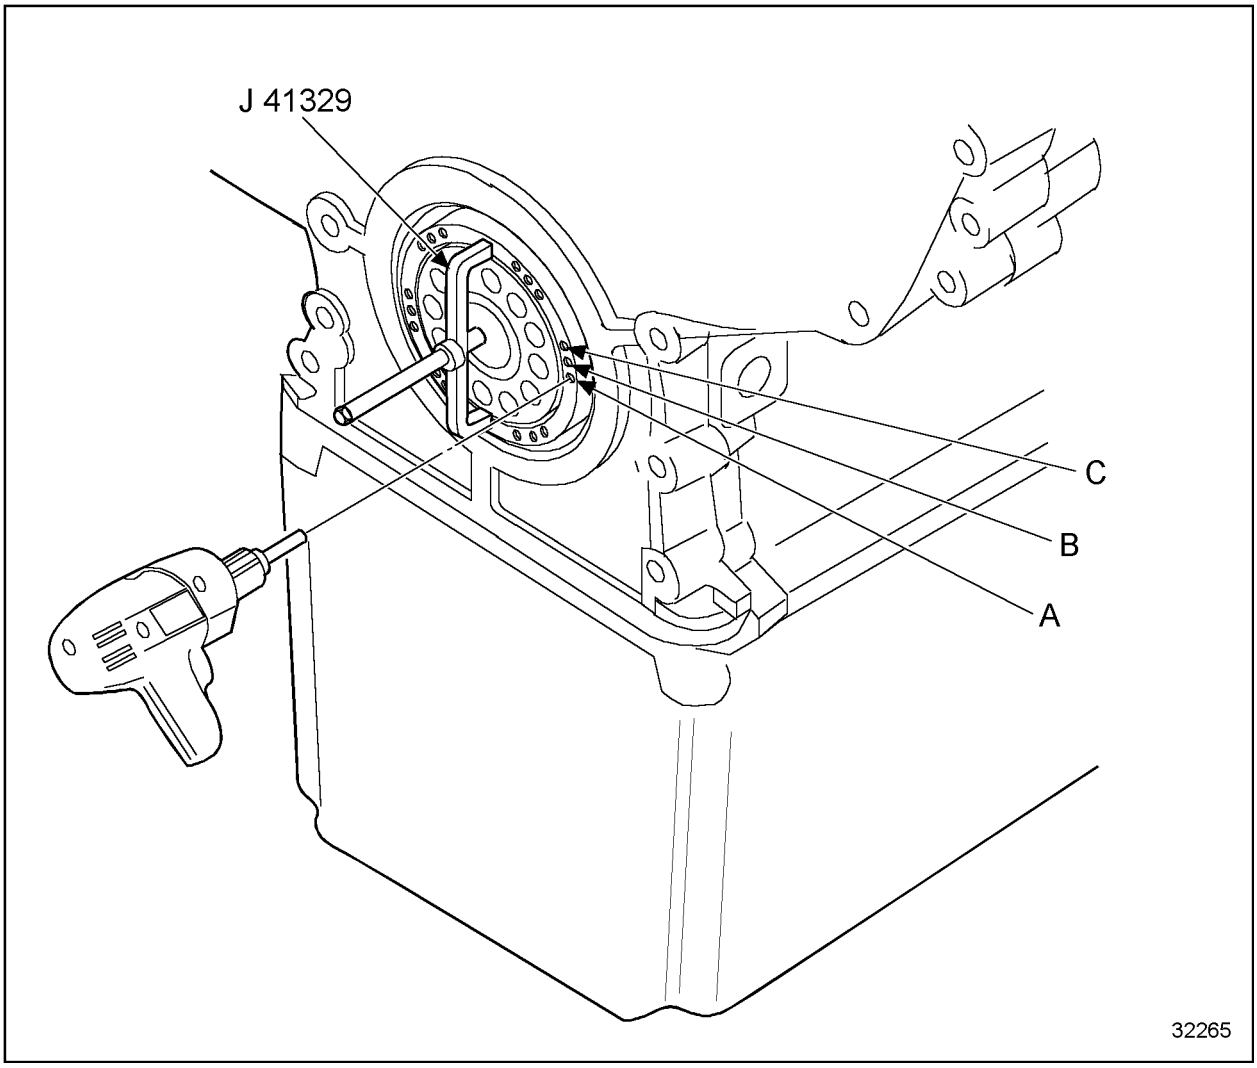

Figure 1-139 Rear Oil Seal Removal
2. Using variable speed drill motor and 5/32" bit, drill through outer and inner case of seal using smallest hole "A" as a guide. See Figure 1-139.